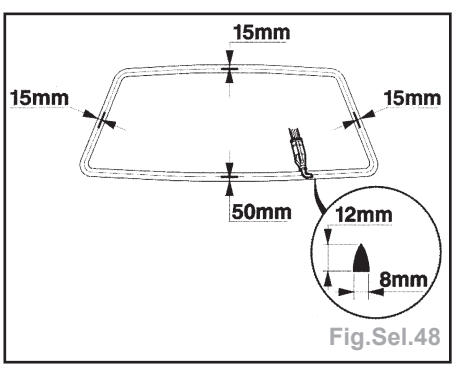

Fig.Sel.48
- Appliquer un cordon de colle (Fig.Sel.48).